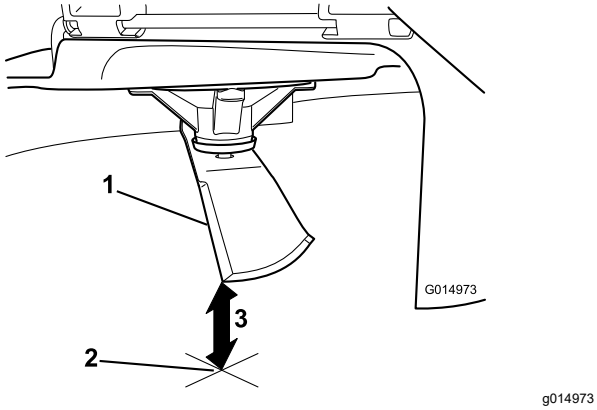

Figura 66
5. Măsurai de la vârful lamei până la suprafaa plană (Figura 66).